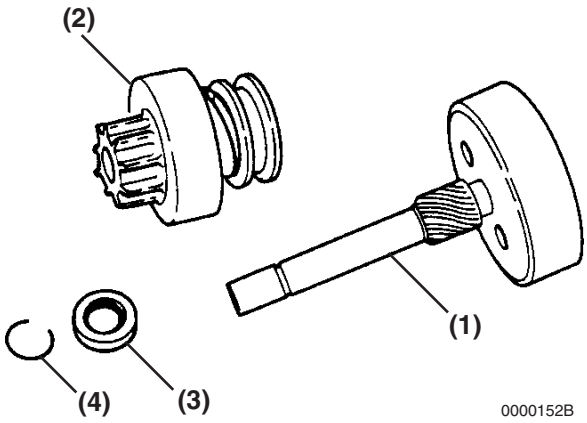

Figure 10-29
3. Reinstall the pinion clutch assembly **(Figure 10-29, (2))**, return spring (if equipped) and pinion stop **(Figure 10-29, (3))** onto the pinion shaft **(Figure 10-29, (1))**. Reinstall the retaining ring **(Figure 10-29, (4))** in the groove in the pinion shaft. Slide the pinion stop over the retaining ring.